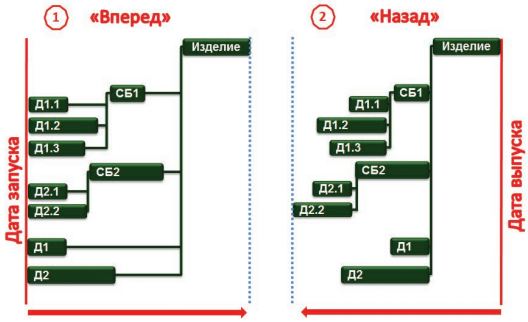

Рис. 2 Виды планирования: 1) «Вперед», 2) «Назад».
При планировании **«ВПЕРЕД»** при постановке в план указывается планируемая дата запуска и от нее строится производственный график. Определяется запуск, каждой операции технологического процесса каждого объекта (изделие, узел, комплект, деталь, материал, инструмент) плановой позиции (ПП) с учетом длительности выполнения операции и межоперационного времени. Система старается «прижать» начало выполнения операций к дате запуска, как показано на **рис. 2** (1). Зная дату запуска, время выполнения операций и свободные мощности, система определяет дату выпуска ПП. Если мощности (фонда рабочего времени) оборудования недостаточно для выполнения работ в текущий день, то работы переносятся на последующие дни. Таким образом возникают очереди в случае перегрузки, и план растягивается. Загрузка при этом не превышает 100%.
При этом система старается «прижать» окончание выполнения операций к дате выпуска, как показано на **рис. 2 (2)**.